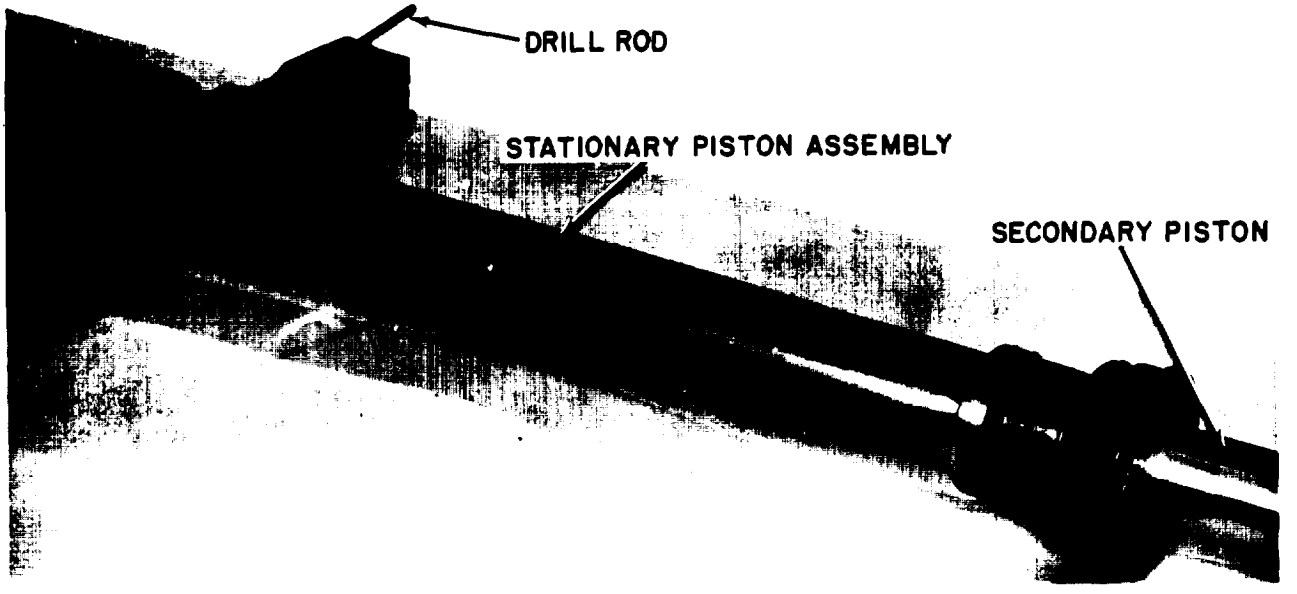

Figure 5-151. End Cap Removal
i. Remove stationary piston cap from stationary piston by pulling stationary piston out far enough to insert a piece of drill rod through the cylinder body as shown in figure 5-151, and applying a spanner wrench to the end cap to unscrew it. The drill rod will prevent the stationary piston from turning.
g. Install brass stop ring over stationary piston. Install end cap on stationary piston using a spanner wrench and piece of drill rod as shown in figure 5-151.